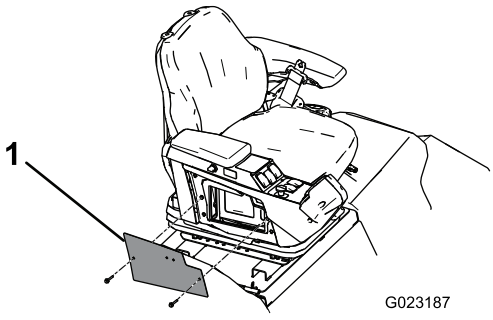

Figure 5
1. Remove the 2 bolts that secure the plate to the right cover of the control arm (Figure 5). Remove the plate from the control arm.